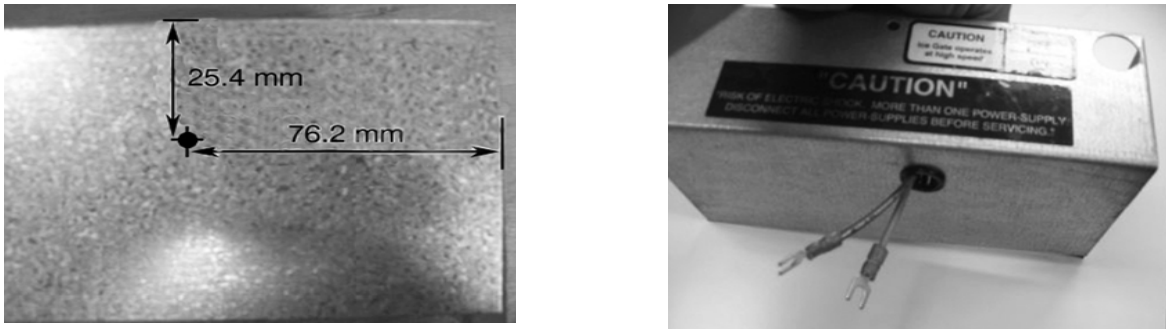

Figure 12.
12. Place the remaining gray wire and the blue wire from the switch harness through the electric box cover. You will need to add a 12.7 mm (0.5 in.) hole in the cover. It will be 25.4 mm (1 in.) down from the top and 76.2 mm (3 in.) over from the right side. (See Figure 12)